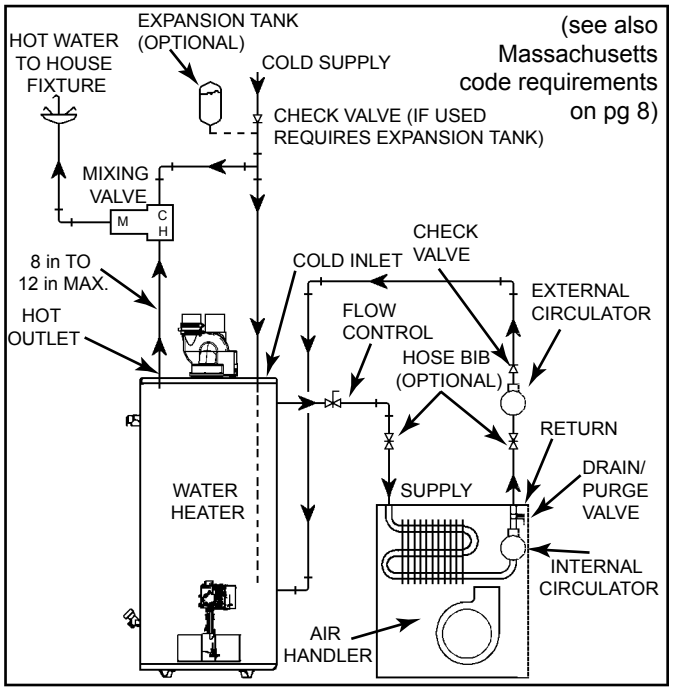
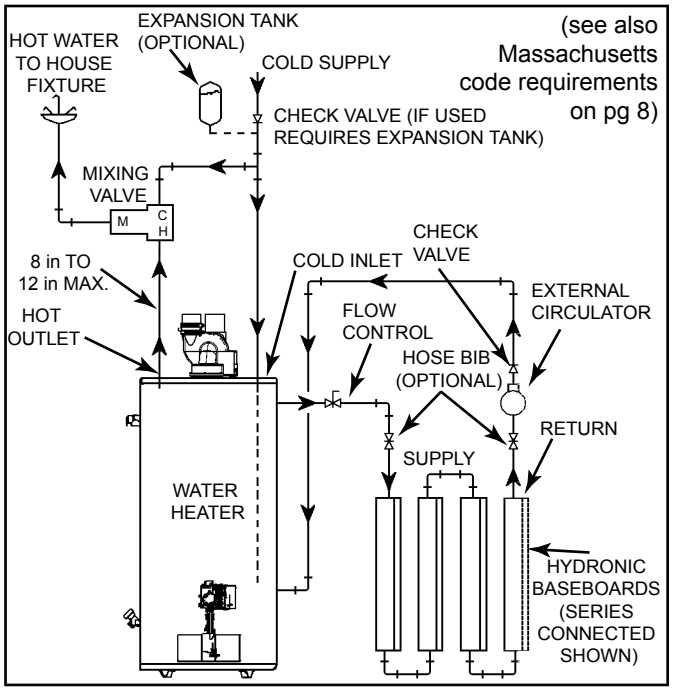

Figure 21.
Figure 22.
8. "Combo" Heating Systems require higher water temperatures than other applications. When the system is used to supply water for Combo Heating applications, a means, such as mixing valve, must be installed to temper the water in order to reduce scald hazard potential (see Figure 21 & Figure 22).
A. A fan coil/air handler (Figure 21).
B. A hydronic baseboard (finned tube) loop/In floor heating (Figure 22).
Figure 21 shows typical attachment of water piping to the water heater. The water heater is equipped with 3/4" NPT water connections.